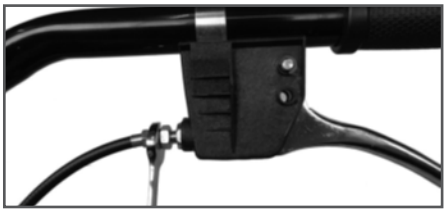

Рис. 9 Установка регулировочной муфты троса газа
6. Натяжение троса газа регулируется регулировочной муфтой (Рис. 9). При закручивании или выкручивании регулировочной муфты из кронштейна рычага газа происходит ослабление или натяжение троса газа соответственно.